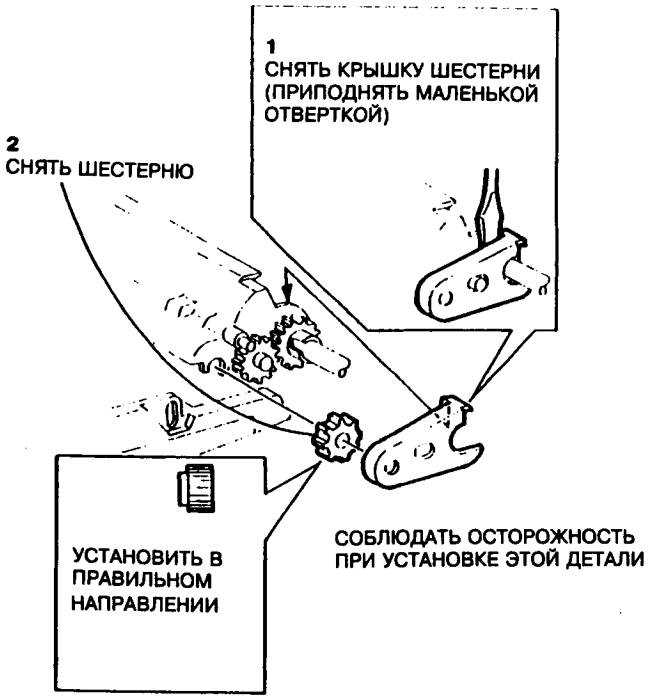

Рис.1 Снятие крышки шестерни
4. Снять крышку шестерни (рис.1).